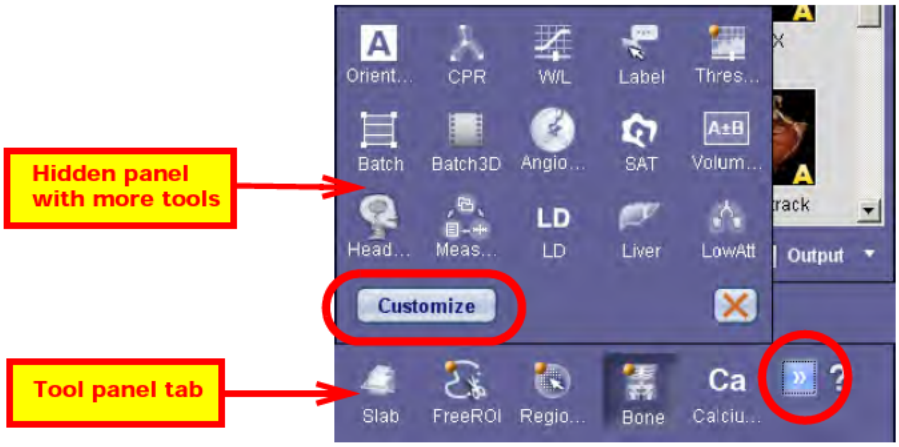

Figure 2-3: Hidden Tools
1. Click the double right arrow located on the right side of the Tool Panel (circled in Figure 2-3). A second panel is opened above the main tab, containing the remaining tools that are not currently visible in the tab.